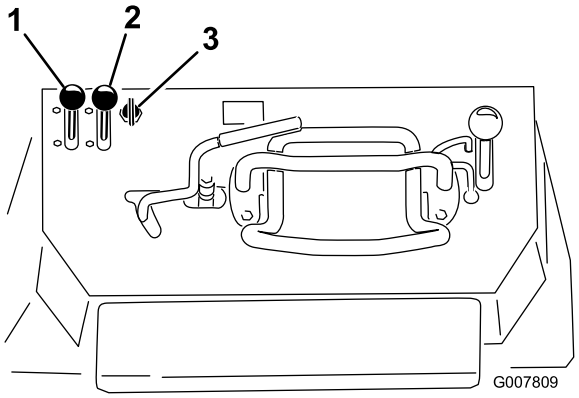

Figur 20
1. För gasreglaget till mittläget mellan det långsamma och det snabba läget (Figur 20).
2. För chokereglaget till det påslagna läget (Figur 20).
- Modell med elstart: Vrid nyckeln till det påslagna läget (Figur 20). Släpp nyckeln när motorn startar.
4. För gradvis choken till det avslagna läget (Figur 20). För choken framåt igen om motorn stannar eller hackar så att den värms upp ordentligt.
5. För gasreglaget till önskat läge (Figur 20).
1. För gasreglaget till det långsamma läget (Figur 20).
3. Vrid nyckeln till det avstängda läget (Figur 20).